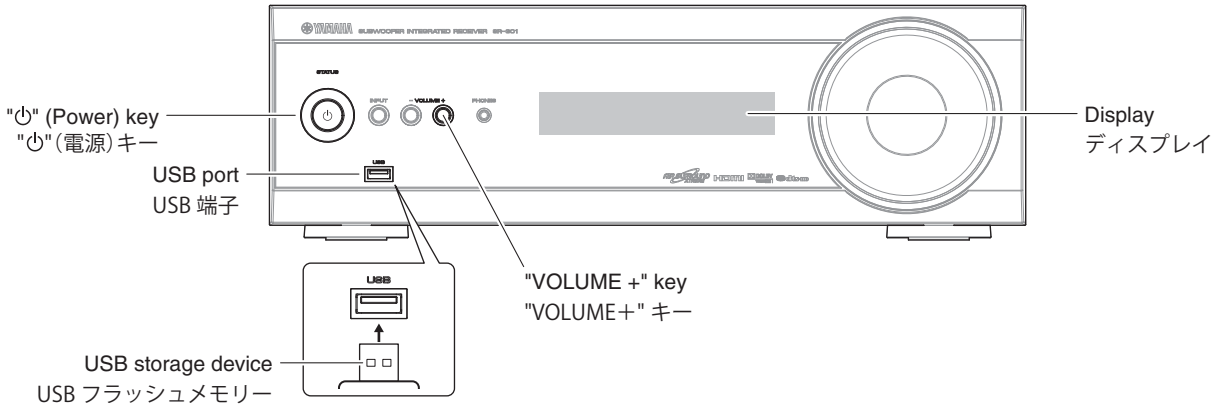

Fig. 1
1. Insert the USB storage device to the USB port. (Fig. 1)
2. While pressing the “VOLUME +” key, connect the power cable to the AC outlet. (Fig. 1)
1. USB 端子に USB フラッシュメモリーを差し込みます。（Fig. 1）
2. “VOLUME +” キーを押しながら、電源コードを AC コンセントに接続します。（Fig. 1）
6. Remove the USB storage device from the USB port. (Fig. 1)
6. USB 端子から USB フラッシュメモリーを抜きます。（Fig. 1）